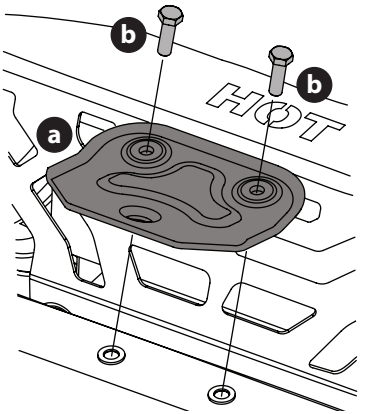

Fig. 3
1. Localisez l'attelage (a) et installez-le à l'arrière du châssis à l'aide des deux vis à bride hexagonales (b) fournies (Fig. 3).